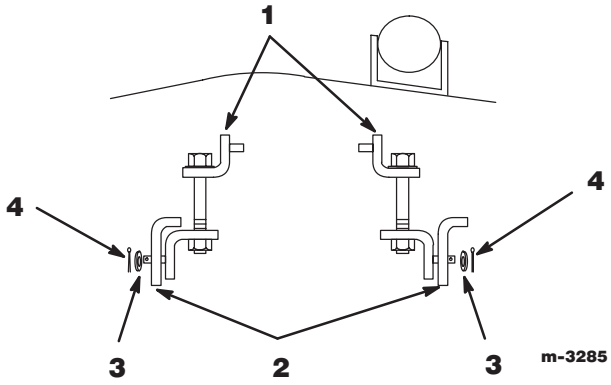

Abbildung 3
5. Die Justiergelenke so drehen, daß die Schraubenköpfe oben liegen, und wie gezeigt zwischen die Bügel an der Mähwerkvorderseite legen (Abb. 3).
6. Mit 1/2”-Unterlegscheiben und 26 mm-Splinten (1”) an den Bügeln befestigen (Abb. 3).